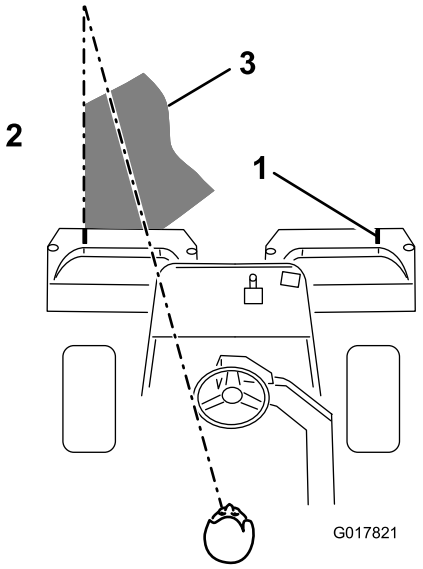

Figure 38
3. Minimisez le chevauchement de la passe précédente lors de la passe de retour. Pour vous aider à traverser le green en ligne droite et à maintenir la machine à égale distance du bord de la passe précédente, établissez une ligne de vision imaginaire à environ 1,8 à 3 m en avant de la machine jusqu'au bord de la partie non coupée du green (Figure 38). Certaines personnes trouvent utile de faire passer la ligne de vision par le bord extérieur du volant, c.-à-d. de maintenir le bord du volant aligné avec un point se trouvant toujours à la même distance par rapport à l'avant de la machine (Figure 38).